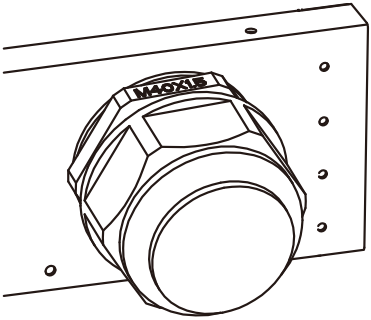
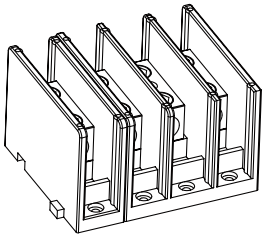

Рис. 5.7
Рис. 5.8
1) Открутите 8 крепежных винтов на распределительной коробке перем. т. инвертора, как изображено на рис. 5.7. После снятия коробки вы увидите клеммные зажимы инвертора. Инвертор имеет 4 зажима, как изображено на рис. 5.8.